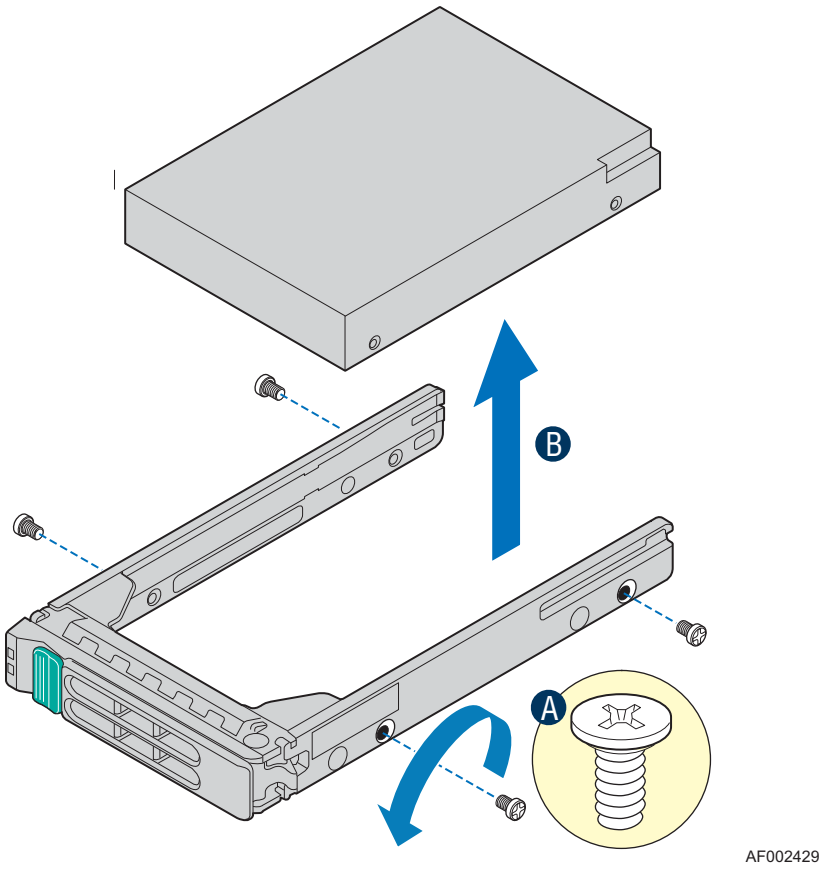

Figure 29. Removing Hard Drive from a Drive Carrier
4. With a Phillips* screwdriver, remove the four screws securing the hard drive to the drive carrier (see letter “A” in Figure 29). Lift the hard drive from the carrier (see letter “B” in Figure 29) and store the hard drive in an anti-static container or bag.